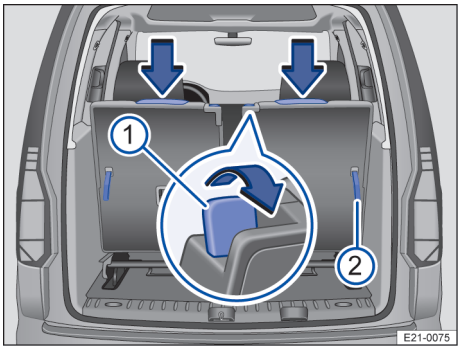

Fig. 72 Troisième rangée de sièges : basculement des dossiers vers l'avant
1. Abaissez entièrement l'appuie-tête → fig. 72 (flèches).
2. Tirez complètement le levier de déverrouillage ① vers l'arrière pour déverrouiller le dossier de siège.